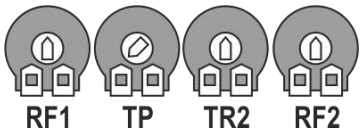

Fig. 8
6. Initialement, régler les trimmers **RF1**, **RF2 et TR2** à la moitié de la course**, TP** au minimum (fermeture automatique désactivé). Comme en Fig. 8: